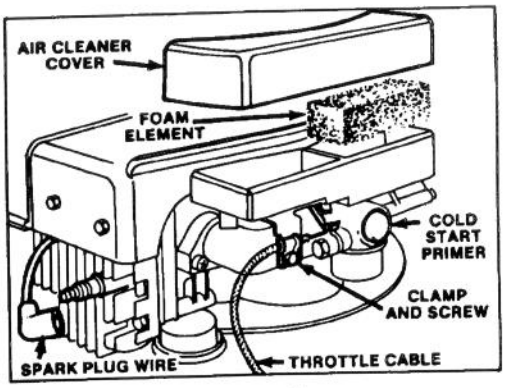

Figure 12
3. COLD START — Before starting engine when temperature is below 50° F (10° C), push cold start primer 5 times (Fig. 12), pausing 2 seconds between each push.
1. Stop engine and pull wire off spark plug (Fig. 12).
2. Lift off air cleaner cover and clean thoroughly (Fig. 12).
3. If top of foam element is dirty, remove it from air cleaner body (Fig. 12). Clean thoroughly.
2. Clean around spark plug and remove plug from cylinder head (Fig. 12).
4. Loosen cable clamp screw until throttle cable slides (Fig. 12). Move carburetor control arm as far to the left as possible. Pull throttle cable slightly to remove any slack and tighten cable clamp screw to lock cable in place.